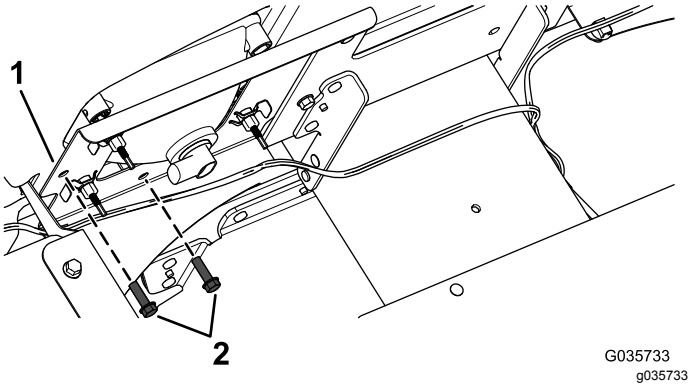

Рисунок 1
1. Отверните 2 имеющихся винта с кронштейна фары (Рисунок 1).